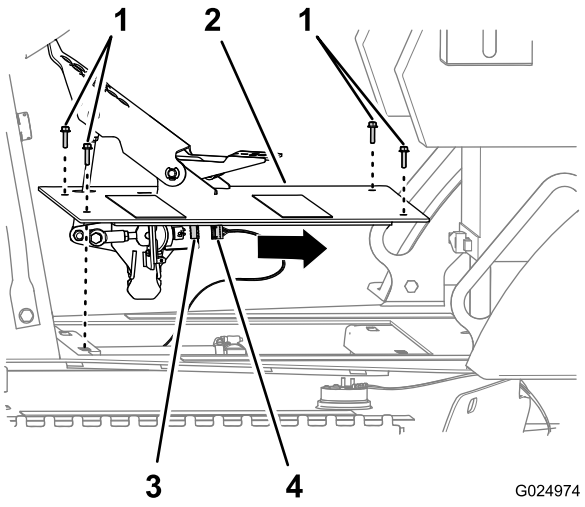

Figura 109
1. Retire los 4 pernos de cabeza hexagonal con arandela prensada que sujetan el conjunto del pedal de tracción al chasis de la máquina (Figura 109).
2. Desconecte el conector hembra de 6 vías del arnés de la máquina del conector de 6 pines del sensor del pedal de tracción (Figura 109).
3. Retire el conjunto del pedal de tracción de la máquina (Figura 109).
1. Conecte el conector hembra de 6 vías del arnés de la máquina al conector de 6 pines del sensor del pedal de tracción (Figura 109).
2. Alinee los taladros de la placa del conjunto del pedal de tracción con los taladros del chasis de la máquina (Figura 109).
3. Sujete el conjunto del pedal de tracción al chasis de la máquina con los 4 pernos de cabeza hexagonal con arandela prensada (6 x 25 mm); consulte la Figura 109.